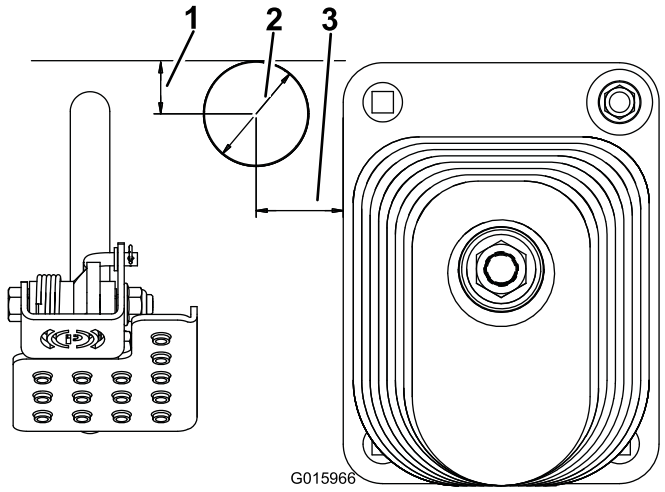

Figur 4
2. Du skal vha. de angivne mål i Figur 4 positionere, markere og bore et hul på 51 mm i diameter i gulvpladen.